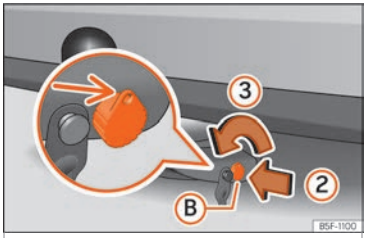

Fig. 260 Desbloquear a fechadura
- Introduza a chave Ⓑ na fechadura no sentido da seta ② ››› Fig. 260.
- Gire a chave no sentido da seta ③ da forma a que a parte furada da chave esteja virada para cima.